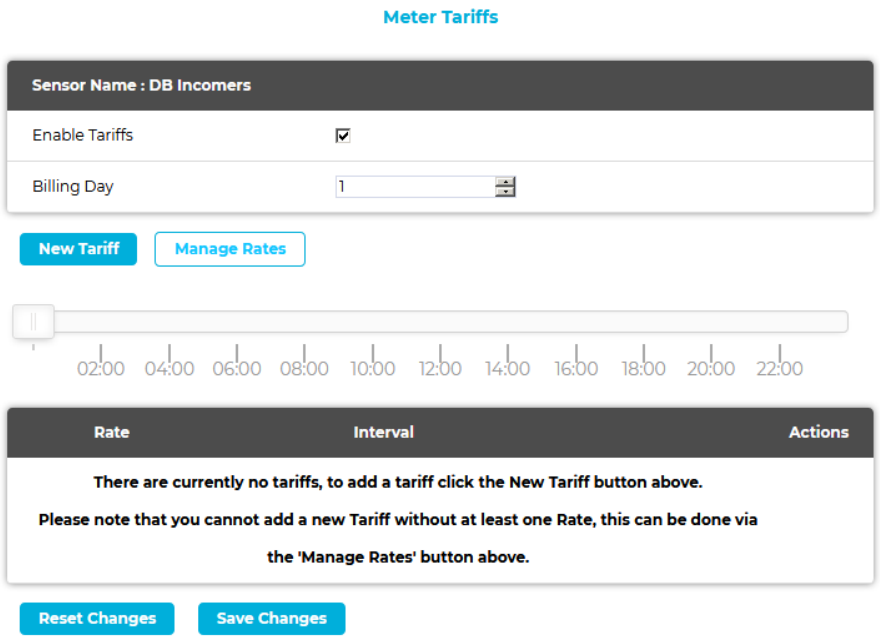

Figure 97
1. Check the **Enable Tariffs** box in the **Meter Tariffs** window. See Figure 97 below: